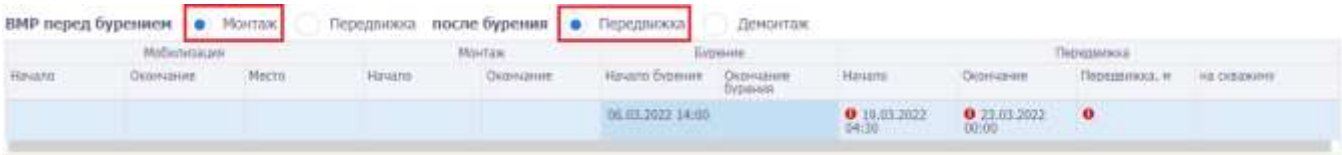

Рис. 3.27
3) Если в блоке «ВМР перед бурением» установлен переключатель «Монтаж», а в блоке «ВМР после бурения» установлен переключатель «Передвижка», то в таблице отображаются области (рис. 3.27):